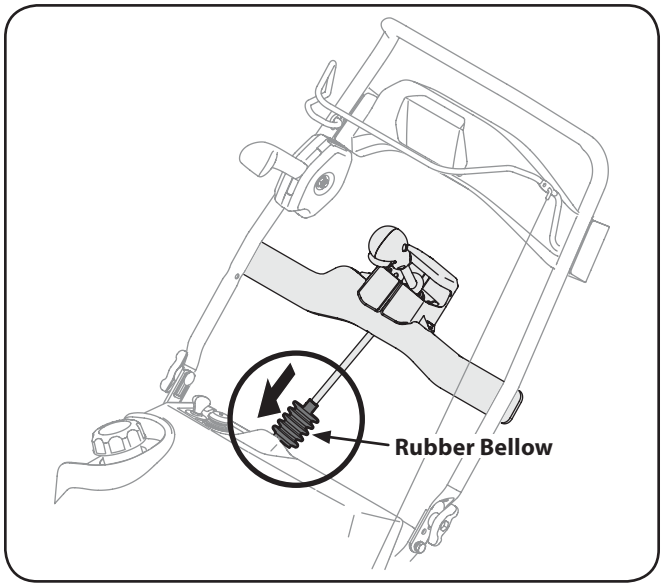

Figure 3-9
6. Glissez la gaine en caoutchouc sur le joint universel. Voir la Fig. 3-9.